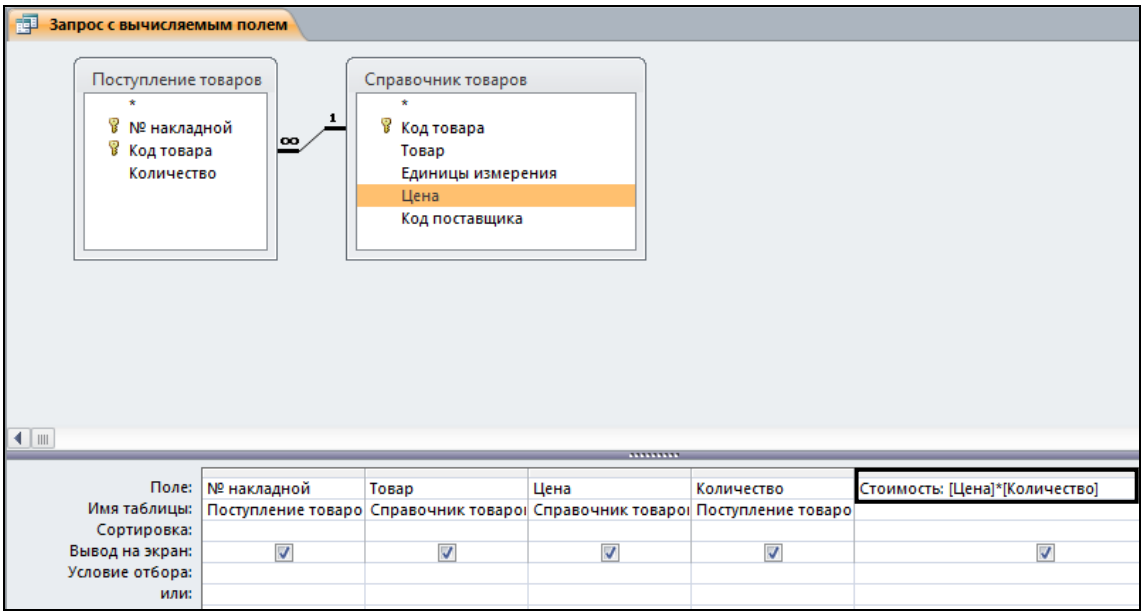

Рис. 4.16. Создание вычисляемого поля
4. В раздел параметров запроса добавляются те поля, значения которых должны быть отображены в результате выполнения запроса (рис. 4.16). Добавить поле в запрос можно двойным щелчком по его названию в соответствующей таблице, расположенной в верхней части окна запроса.
5. Вычисляемое поле создается в свободном столбце (рис. 4.16).